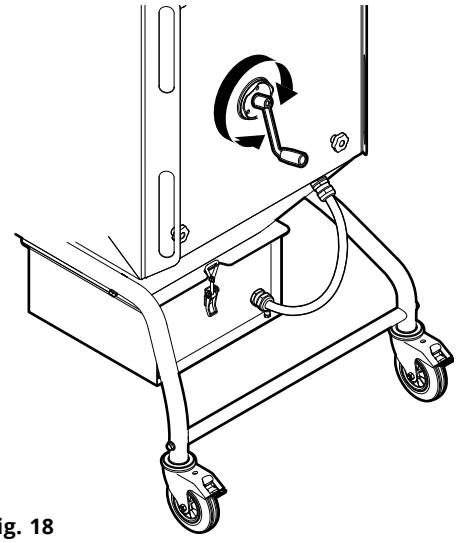

Fig. 18
2. Snurra filterpatronen via veven, ca 5 varv. Se **Fig. 18.**